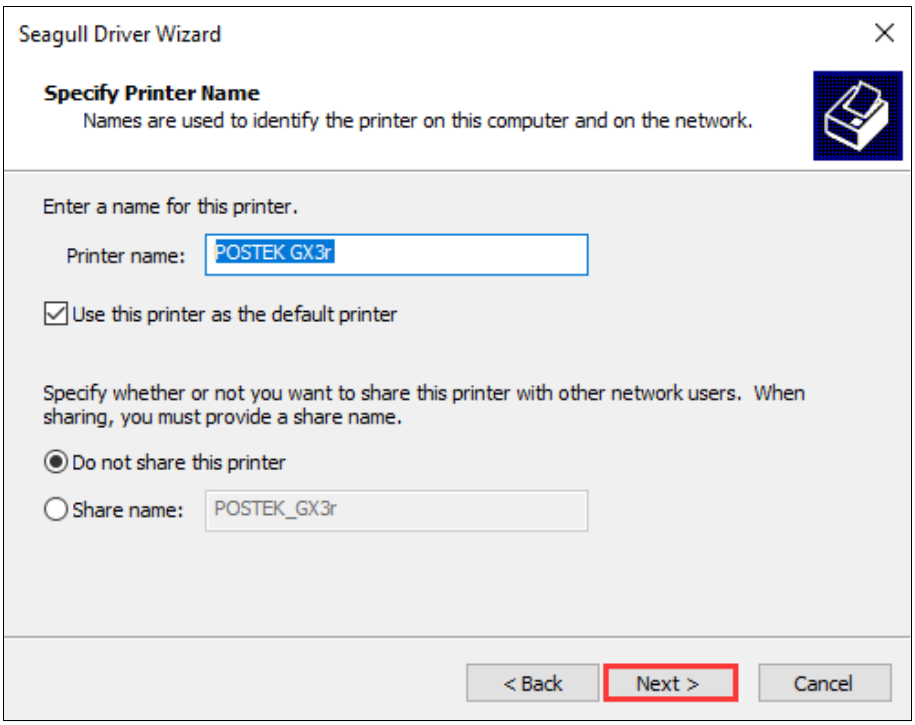

Figure 2-46 Specify Printer Name
10. On the "Specify Printer Name" screen, enter a name for the printer, as shown in Figure 2-46. Click "Next" to complete the driver installation.